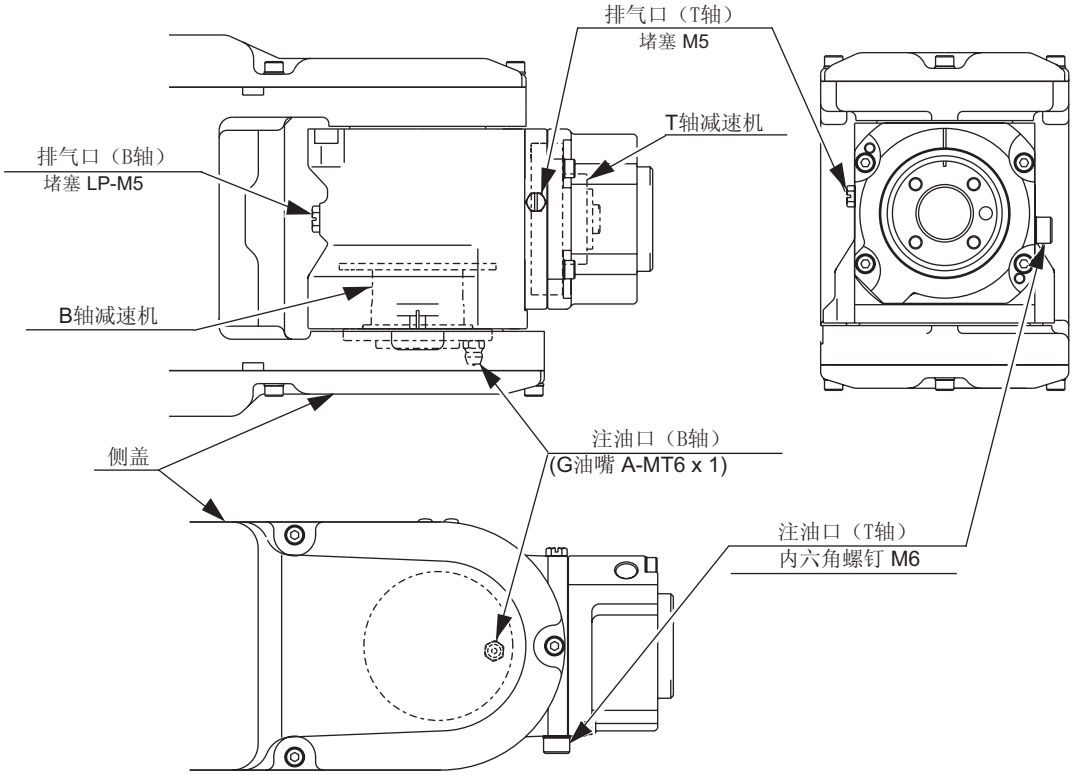

图 27 BT 轴减速机局部结构
■ B 轴油脂补充步骤（参考“图 27 BT 轴减速机局部结构”）
■ T 轴油脂补充步骤（参考“图 27 BT 轴减速机局部结构”）